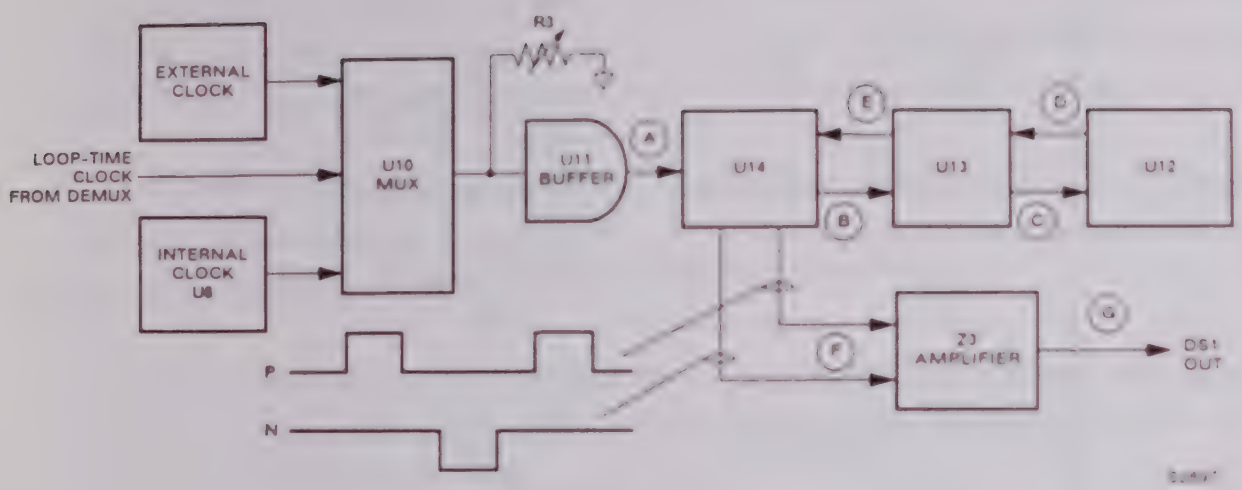
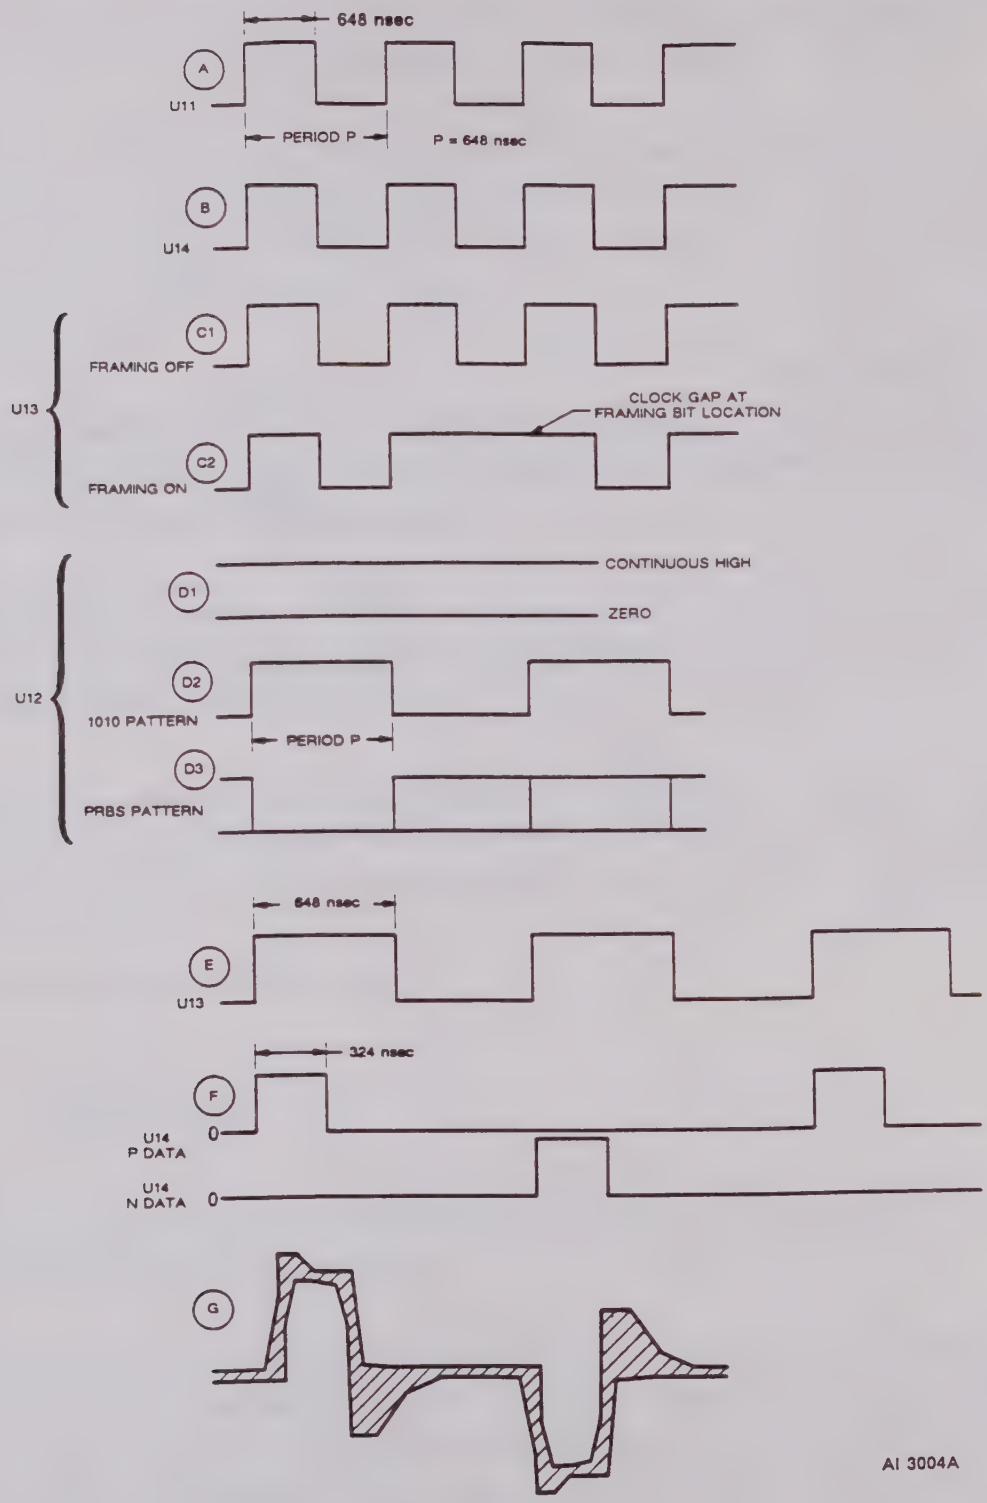

Figure 2.4. Transmitter, DS1 Channel Block Diagram
Figure 2.5. Typical Waveforms, DS1 Channel
Figure 2.4 is a block diagram of the functions of the DS1 channel of the transmitter, and Figure 2.5 shows waveforms at different places in the block diagram.
The DS1 clock source can be the internal temperature-compensated crystal oscillator, an external clock source, or loop-timed clock source from the demux card. The internal and external clocks are physically on the transmitter card and the loop-timed clock is derived from the DS1 input on the demux card. Which clock the operator chooses depends on what kind of test he is running, but regardless, the output of buffer U11, properly adjusted with potentiometer R3, is a 1.544 MHz clock pulse, shown as (A) in Figure 2.5. (Complete adjustment procedures are given in Chapter 3, Maintenance, Section 3.3.3.1.)
The output of U12 depends on the data pattern the operator has set into the analyzer. A fixed data pattern of all 1s would give you a continuous high output dc level (D1); a 1010 data pattern will give you positive-going pulses (D2), and a PRBS pattern will give you a random positive-going and negative-going pattern similar to (D3) of Figure 2.5. Exactly how the PRBS pattern looks depends on how you trigger the scope.